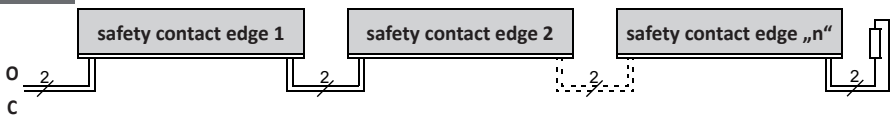

Figure 2: Wiring of multiple safety contact edges
8.2 Connecting multiple safety contact edges per sensor circuit (figure 2)
One or more safety contact edges can be connected to sensor input ***O*** or ***C***. For this purpose, the individual safety contact edges are connected in series according to figure 2.